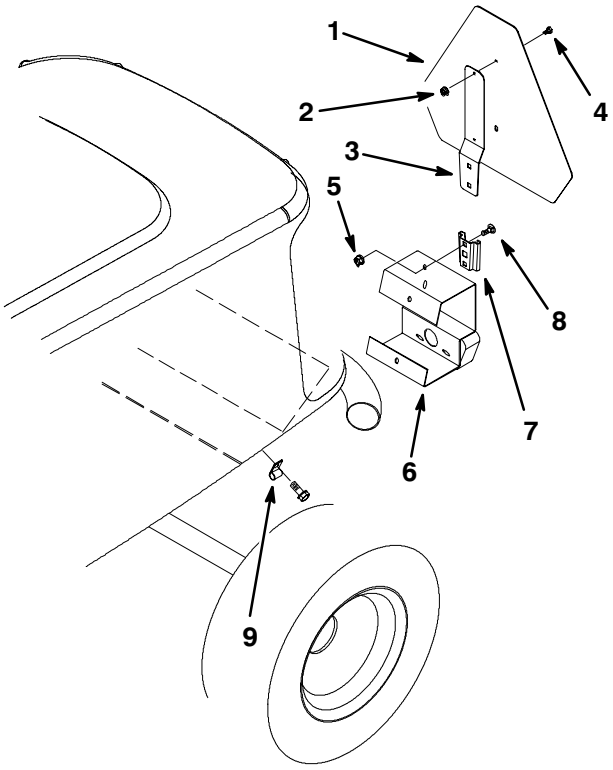

Figure 14
8. Secure conduit to machine using an R-clamp fastened to existing bolt and nut used for radiator support bracket (Fig. 14).
1. Install SMV emblem socket to taillight bracket using two 8 mm x 20 mm carriage bolts and flange nuts (Fig. 14).
2. Fasten SMV emblem to SMV mount spade with two 6 mm x 16 mm hex bolts and nuts (Fig. 14).